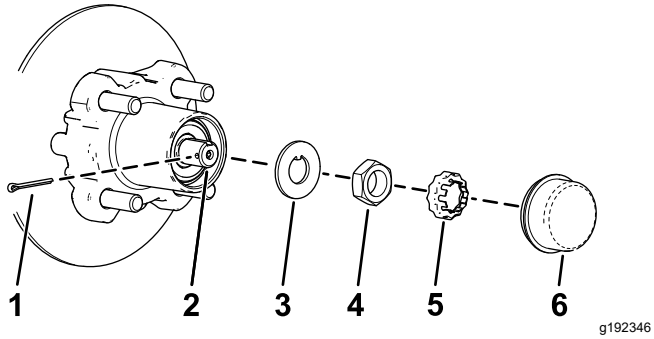
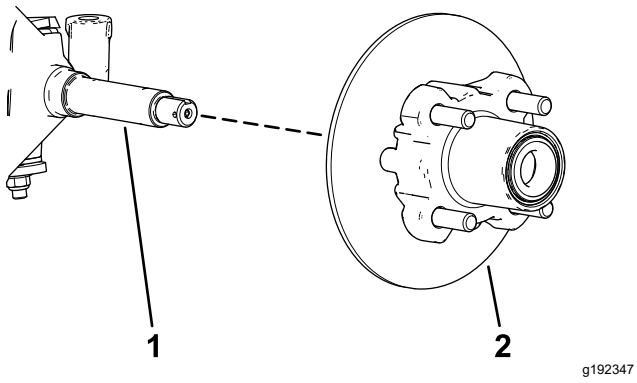

Figur 33
Figur 34
4. Ta av dammkåpan från navet (Figur 33).
5. Ta bort saxpinnen och mutterhållaren från spindeln och spindelmuttern (Figur 33).
6. Avlägsna spindelmuttern från spindeln och skilj sedan navet och rotorn från spindeln (Figur 33 och Figur 34).